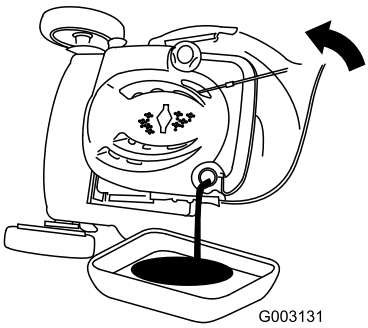

Figuur 36
3. Kantel de machine op de zijkant (met het luchtfilter naar boven) om de oude olie via de vulbuis weg te laten lopen (Figuur 36).